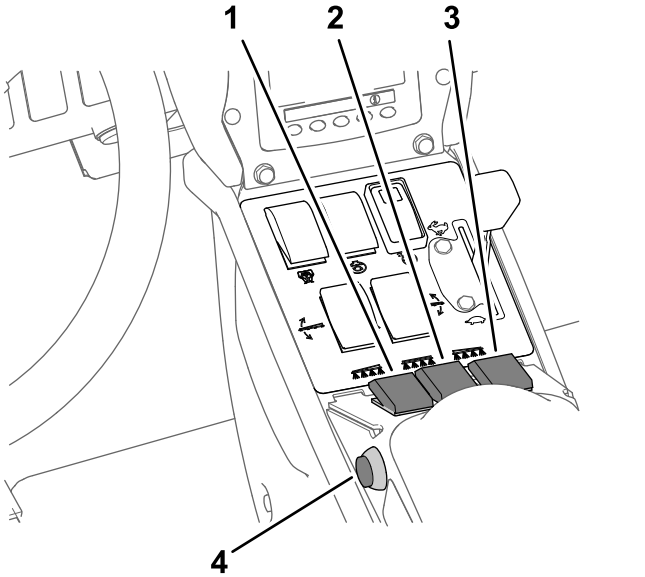

図 44
7. 個別ブームスイッチを ON にセットする図 44。
10. 走行を開始し、所定速度に達したらマスターブームスイッチを ON にすると散布が始まる図 44。
3. マスターブームスイッチを OFF にセットする図 44 散布率モードでの散布 (ページ 35)を参照。
7. 散布したいブームのスイッチを ON 位置にする図 44 散布率モードでの散布 (ページ 35)を参照。
9. 希望速度で走行し、マスターブームスイッチを ON にすると散布が始まる図 44 散布率モードでの散布 (ページ 35)を参照。